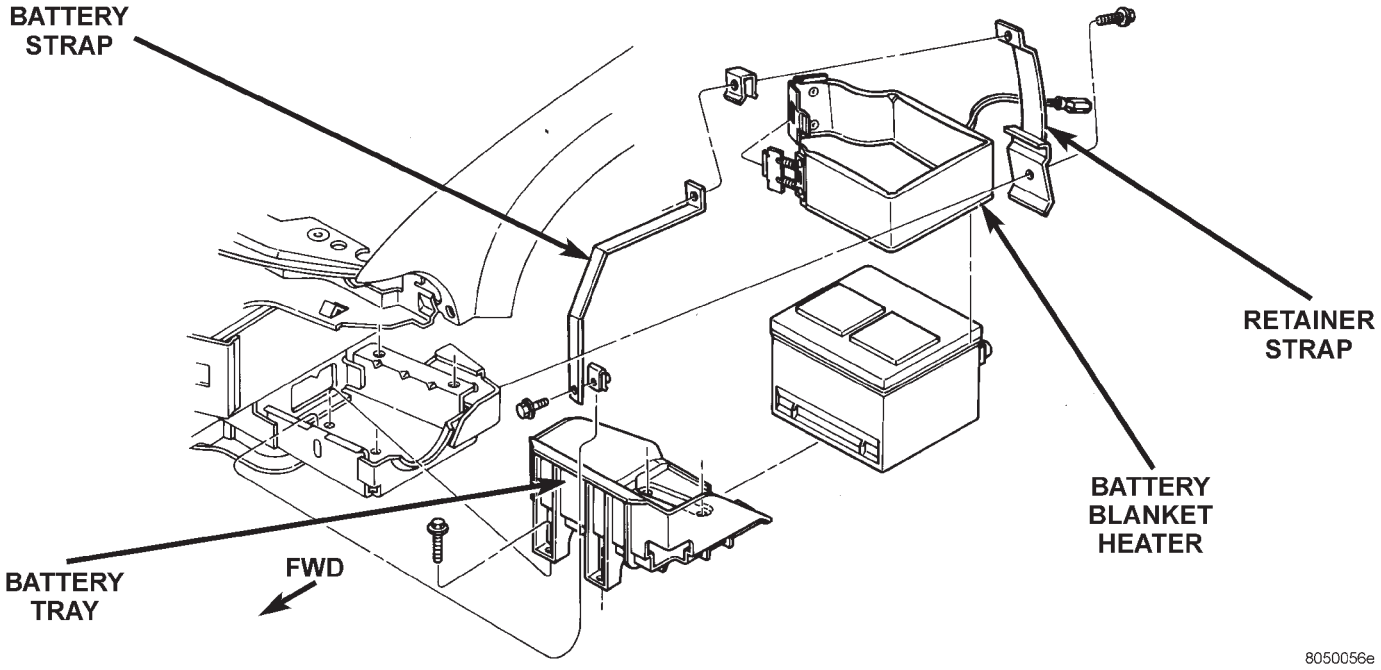

Fig. 16 Battery Tray Removal
(1) Remove battery, refer to Battery Removal procedures above.
(2) Remove the battery tray attaching bolts (Fig. 16).
(3) Remove battery tray.
(4) Remove battery strap.